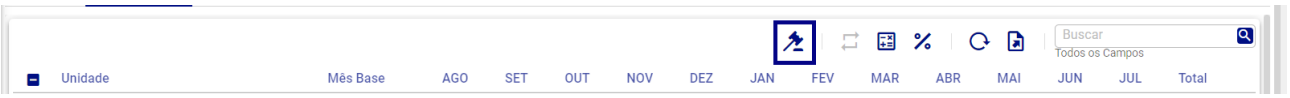

Figura 240: Concluir
- **Concluir (Figura 240):** Permite concluir o orçamento de um item diretamente da tela de cálculo, sem a necessidade de acessar a tela de **"Conclusão"**. Uma vez concluído, os campos são bloqueados para edição.